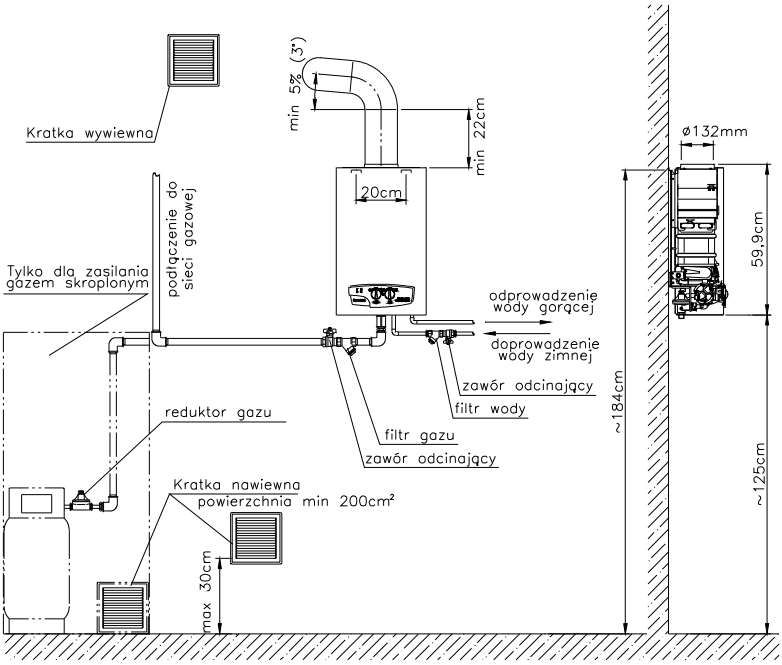

Rys. 3.1.3.1. Schemat instalacji wodnej, gazowej i odprowadzania spalin
Schemat instalacji wodnej, gazowej i odprowadzenia spalin pokazano na rys.3.1.3.1.
- Ogrzewacz należy instalować możliwie najbliżej indywidualnego przewodu kominowego oraz w miejscu nie narażonym na zamarzanie. Przekroje poprzeczne przewodu, a także kanału spalinowego powinny być stałe na całej długości. Przewód spalinowy powinien wychodzić z urządzenia pionowo (min. 220mm) do pierwszego kolanka. Odcinek poziomy biegnący do kanału spalinowego ze wzniosem min. 5% (ok. 3º), nie powinien przekraczać długości 2m (rys. 3.1.3.1). Długość kanału spalinowego mierzona od osi wlotu przewodu spalinowego do krawędzi wylotu kanału nad dachem powinna być nie mniejsza niż 2 m. Wewnętrzna powierzchnia przewodu odprowadzającego spaliny i kanału spalinowego powinna być odporna na ich destrukcyjne oddziaływanie.
- Podłączenie ogrzewacza do przewodu spalinowego musi być uzgodnione z zakładem kominiarskim i odpowiadać wymaganiom pokazanym na rys. 3.1.3.1.